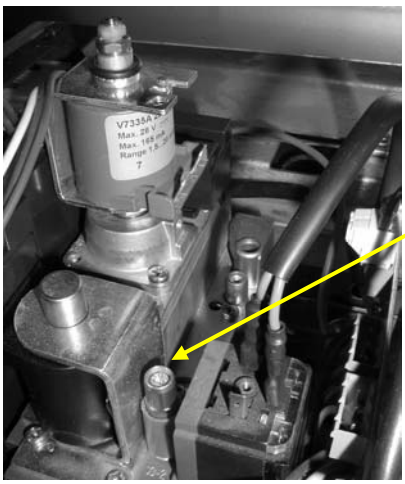

Afb. 27
- Plaats het slangetje van een nauwkeurige manometer op de inlaatdrukpoort (afbeelding 27) van de gasregelklep nadat u de schroef één slag hebt losgedraaid.